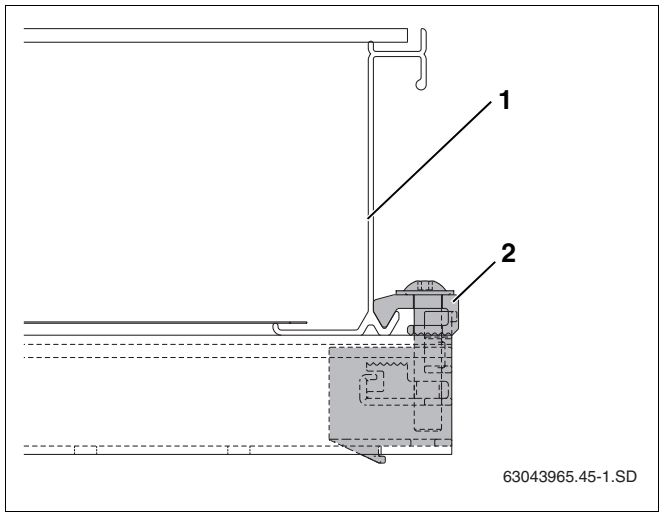

Abb. 43 Verschraubter einseitiger Kollektorspanner
- Kollektor (Abb. 43, **Pos. 1**) vorsichtig an den einseitigen Kollektorspanner schieben und waagerecht ausrichten.
- Einseitigen Kollektorspanner (Abb. 43, **Pos. 2**) mit Schlüssel SW5 verschrauben.
Der Niederhalter des Kollektorspanners (Abb. 43, **Pos. 2**) greift jetzt in die untere Kollektorkante.